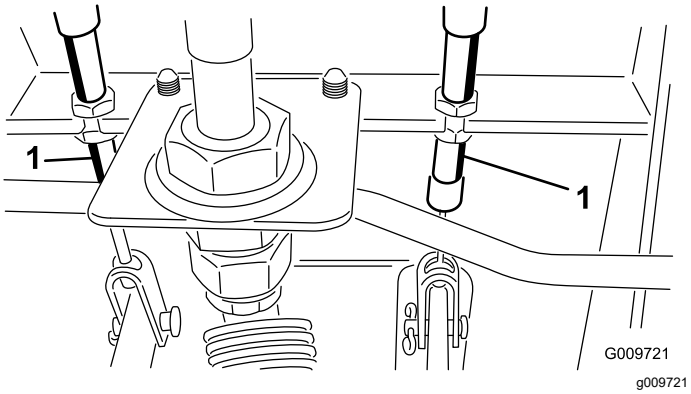

図 95
A. ブレーキケーブル図 95の端にある前ナットをゆるめる。